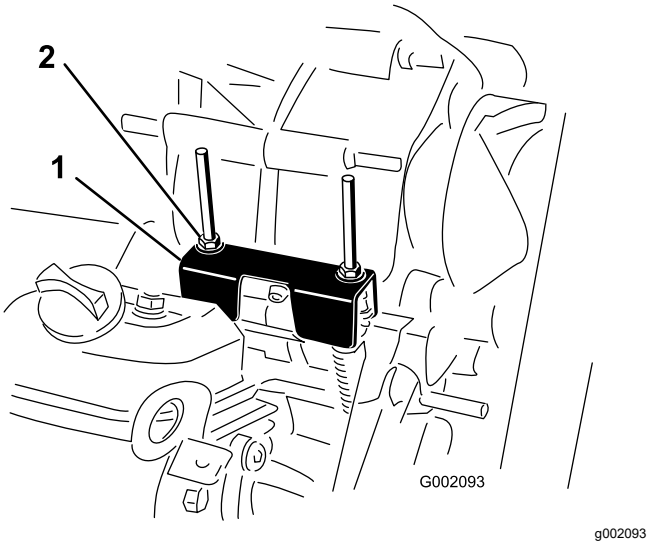

Figur 52
Når du utfører rutinemessig vedlikehold og/eller motordiagnostikk, må du sette maskinen i FRI (Figur 52). Maskinen har en FRI-posisjon på girspaken, som styrer nøytralen i transakselen. Du bør gjennomføre følgende tiltak for at frigirspaken skal bruke nøytralen i transakselen på riktig måte:
2. Påse at den nøytrale braketten er i FRI-stillingen (på nivå med kabelmonteringsbraketten under girbraketten) ved å dreie drivclutchen (Figur 52).
3. Vri en av låsemutrene (Figur 52) for å få en avstand på 0,762 til 1,524 mm mellom bunnen av mutteren/skiven og den nøytrale braketten.